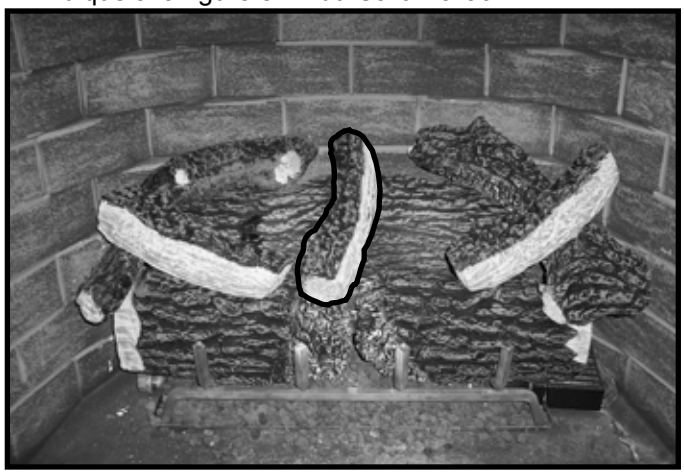

Figure 8.12 Placer la bûche supérieure au centre – Carolina 36
- Placez la bûche supérieure sur les creux de la bûche avant gauche et la bûche arrière, comme il est indiqué à la figure 8.12 du Carolina-36.